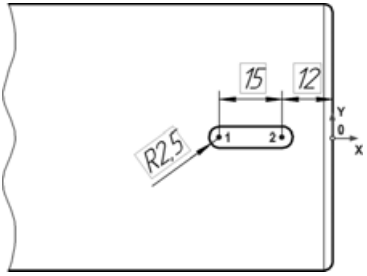

Рис. 5.203
- Для окончательного определения параметров паза, проставьте горизонтальные линейные и радиальный размеры и задайте их значения, как показано на рис. 5.203.